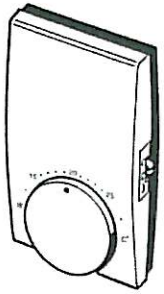
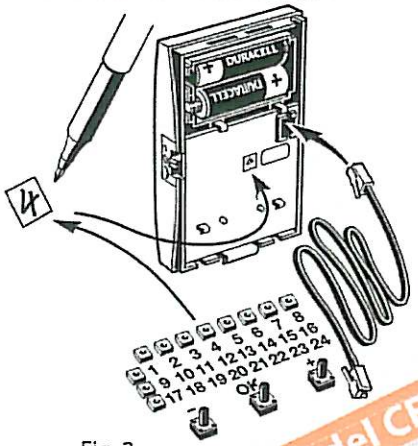

Fig. 1
Fig. 2
- Rumtermostat og masterregulator CFM forbindes via det sorte installationskabel (fig. 1). Den første ledige udgang i tilmeldingsfeltet (fig. 2) blinker. Øvrige ledige udgange lyser.
- Trykkes **kortvarigt** OK er rumtermostaten tilmeldt udgang, og lysdioden slukkes (fig. 2).
Rumtermostaten bør straks forsynes med nummer eller rumbetegnelse (fig. 1).
- Tryk OK i 5 sek. og den første diode i rækken for tilmeldte rumtermostater blinker (fig. 2). Øvrige dioder for tilmeldte rumtermostater lyser